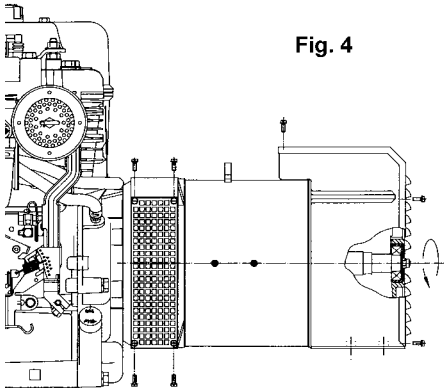

Fig. 4
-) lock the central bolt by applying a tughtening torque of 21±7% Nm to the M8 nut; reassemble the lateral protective nets and the rear closing grid by applying a tightening torque of 3,5±7% Nm to the M5 screws (figure 4)
| -) bloquer le tirant central en appliquant à l'écrou M8 un couple de serrage de 21±7% Nm; remonter les grilles de protection laterales et la grille de fermeture arrière en appliquant aux vis M5 un couple de serrage de 3,5±7% Nm (figure 4). | -) die mittlere Zugstange blockieren und hierfür ein Anzugsmoment von 21±7% Nm auf die Schraubmutter aufbringen; die seitlichen Schutznetze sowie das hintere Abschlußrost wieder aufsetzen und hierfür ein Anzugsmoment von 3,5±7% Nm auf die Schrauben M5 aufbringen (Abbildung 4). | -) sujete el tirante central aplicando en la tuerca M8 un par de torque de 21±7% Nm; vuelva a montar las redecillas de protección laterales y la rejilla de cierre posterior, aplicando a los tornillos M5 un par de torque de 3,5±7% Nm (fig. 4). |